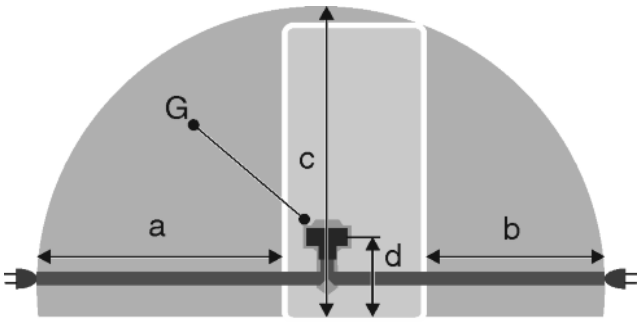

Fig. 46
- De contactdoos bevindt zich buiten het bereik van de achterzijde van het apparaat in het desbetreffende gedeelte *Fig. 46 (a, b, c)*.
▶ Breng de apparaatstekker *Fig. 46 (G)* aan de achterzijde van het apparaat aan. Let op het correct vastklikken.